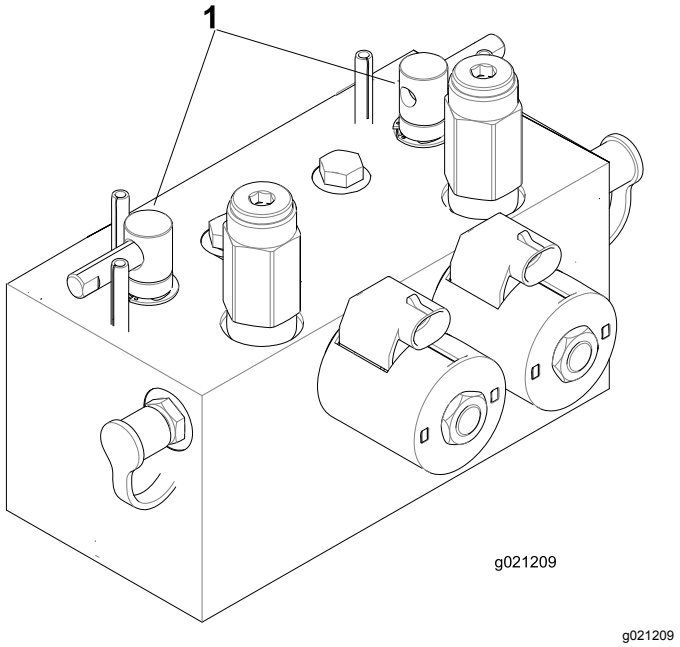

Figur 107
2. Lås sædet op, og løft det, så baglapningshåndtagene bliver tilgængelige (Figur 107).
5. Brug enten forreste, bageste eller begge baglapningshåndtag for at vælge de enheder, som skal baglappes (Figur 107).